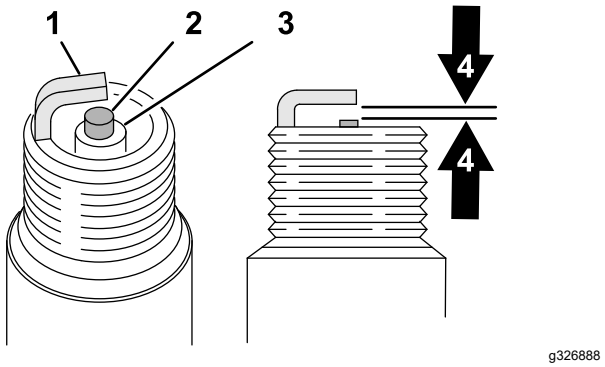

Figure 30
4. Vérifiez l'état et l'usure de la bougie (Figure 30).
5. Vérifiez l'écartement des électrodes à l'aide d'un calibre pour fils (Figure 30).